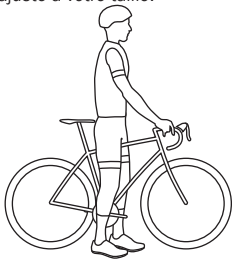

Figure 1.1 : hauteur de cadre correcte
• Pour un vélo doté d'un tube horizontal droit standard, il faut compter un dégagement de 25 mm minimum entre le tube supérieur et le cycliste lorsque celui-ci se tient debout avec le vélo entre les jambes (Figure 1.1).